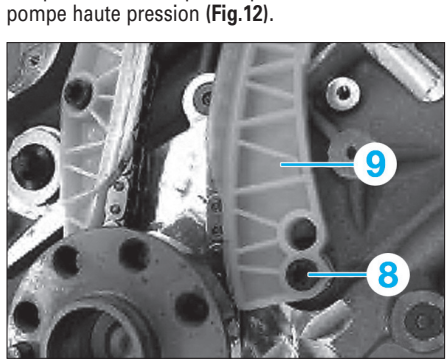

Fig. 12
• Dégager le patin-tendeur (7) de la culasse.
• Déposer la vis (8), puis le patin tendeur (9) de la pompe haute pression **(Fig.12)**.